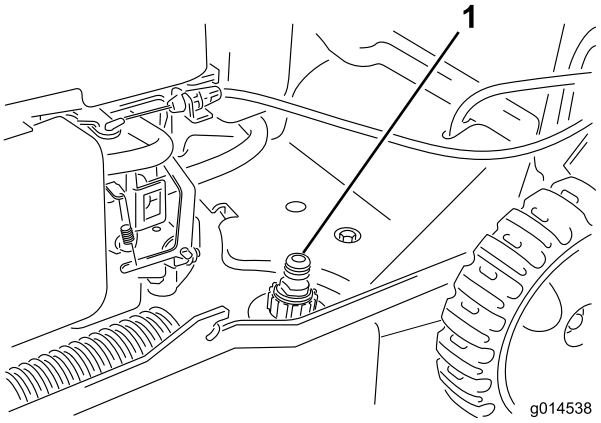

Bild 25
3. Befestigen Sie einen Gartenschlauch, der an einen Wasserhahn angeschlossen ist, am Wasseranschluss am Maschinengehäuse (Bild 25).